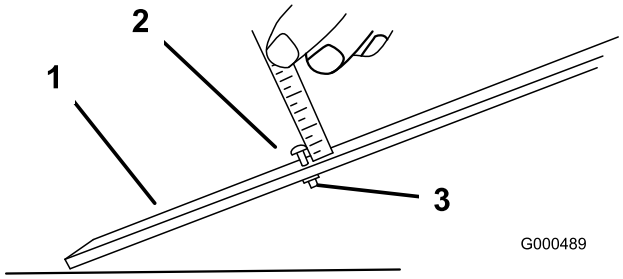

Figur 42
3. Lossa muttern på mätstången (Figur 42) och ställ in justerskruven på önskad klipphöjd. Avståndet mellan skruvhuvudets nedersta del och stångens ovansida är lika med klipphöjden.